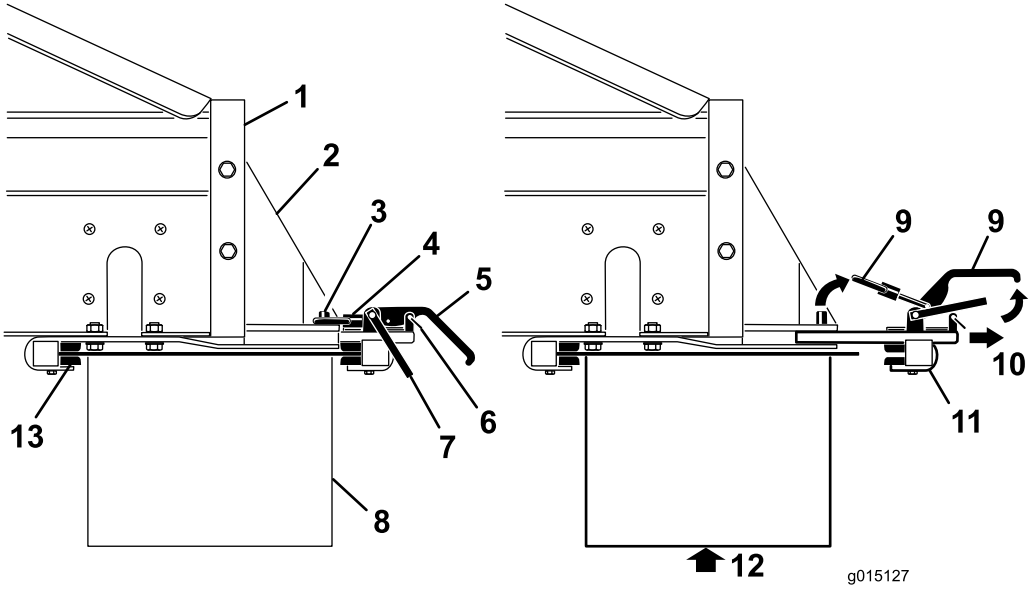

**Rysunek 37**
3. Zdejmij zaciski zaczepów zabezpieczających z uchwytów zaciskowych (Rysunek 37).
4. Podnieś zaczep zabezpieczający, a następnie podnieś uchwyty zaciskowe mocujące osprzęt i zwolnij pierścienie blokujące ze sworzni blokujących (Rysunek 37).
5. Wysuń zespół zacisków mocujących tylnego osprzętu z gniazd szybkiego mocowania (Rysunek 37).
6. Przy pomocy drugiej osoby wsuń przednią krawędź przenośnika poprzecznego / połączenia obrotowego do góry i pod spód MP-400 w przednie zaciski we wspornikach (Rysunek 37).
7. Podtrzymując przenośnik poprzeczny / połączenie obrotowe, wsuń ponownie zespół zacisków mocujących tylnego osprzętu w gniazda we wspornikach i nad tylną krawędź (Rysunek 37).
9. Zamontuj zaciski zaczepów zabezpieczających w uchwytach zaciskowych (Rysunek 37).